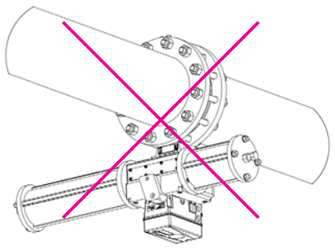

Fig. 2 – Mounting of the actuator in a position facing downwards, should be avoided.
4 Remove either of the circlips (39) and press out the pin (10). Now lift out the entire linkage mechanism (Fig. 2) from the actuator, but don't start dismantling it just yet.
2 If the linkage mechanism (Fig.2) has been dismantled, re-assemble it. Fit the links (13, including the bearings (12) to the lever (6) using the pins (11) and circlips (39).